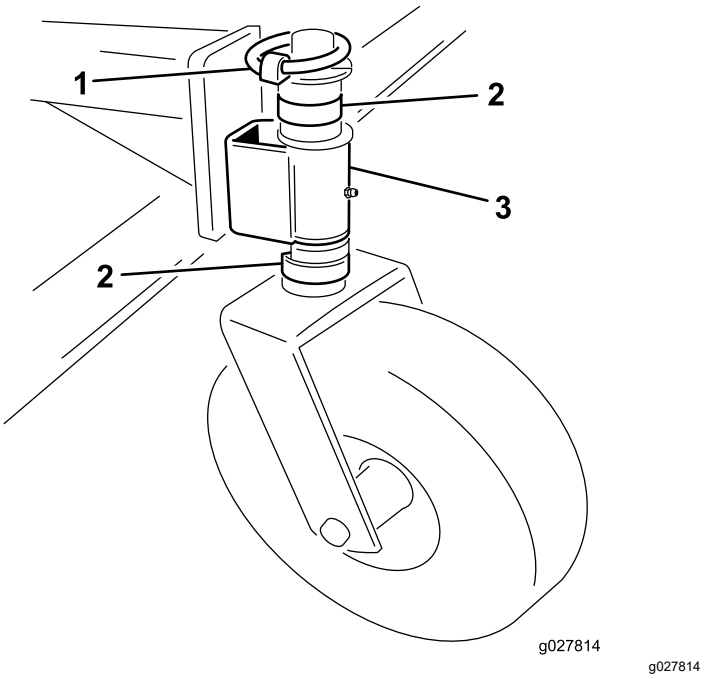

Figure 6
1. Retirez l'axe de chape de l'axe de pivot (Figure 6).